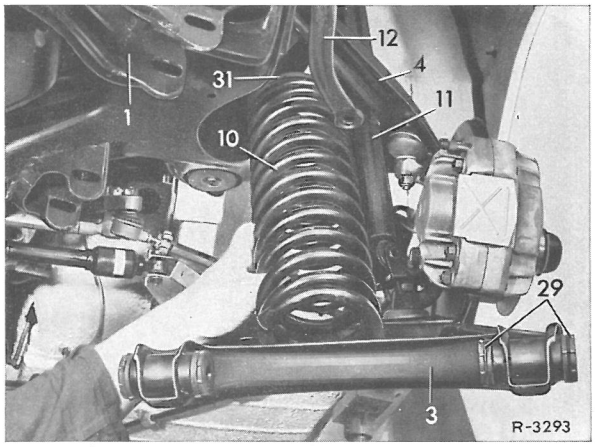

Fig.32-5/4
Anm.:Opsatsen(44)har to støttepunkter til støtteboltene.Fig. 32-5/3 viser anvendelsen af værktøjet i venstre side af vognen.Ved anvendelse i højre side må støtteboltene stikkes om. Ved brugen af vinkelmellemstykket(47) i forbindelse med en 3 t-gravlift må denne sikres så den ikke vælter til siden.